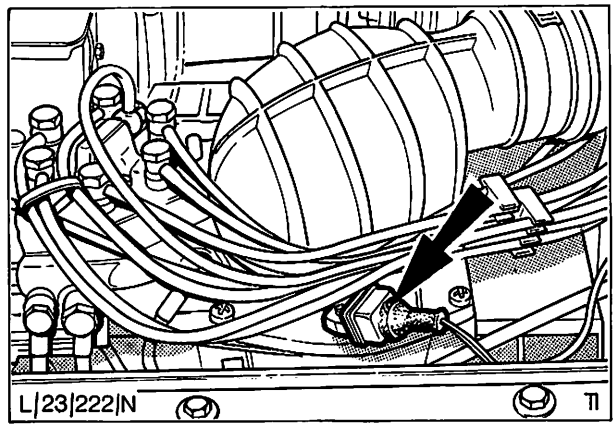

Abb. 79 Sicherheitsschalter – Stauscheibe
10. Stecker vom Sicherheitsschalter – Stauscheibe abziehen, Abb. 79.